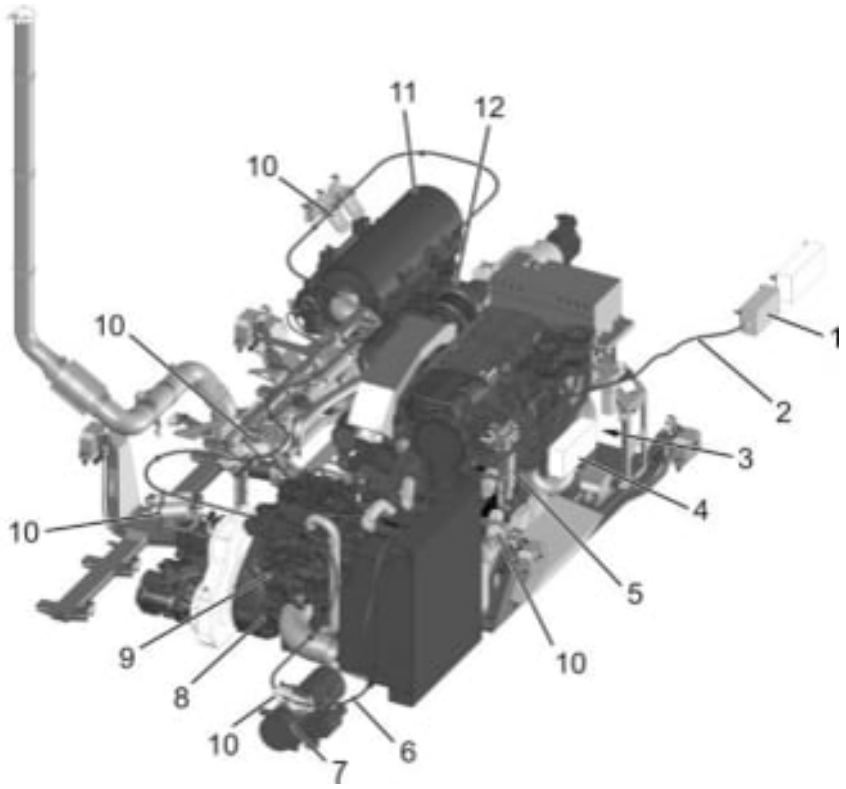

Fig. 55: Rappresentazione dell'impianto di spegnimento incendio
Il sistema di rilevamento incendio è costituito da una centrale di rilevamento montata nel soffitto della cabina, cfr. Fig. 56 e da un sistema di rivelatori lineari di temperatura (2), cfr. Fig. 55, con singoli sensori (6). L'unità di controllo (1) del sistema di rivelatori lineari di temperatura è collegata in modo ridondante (contatto puro, corto circuito / rottura fili / massa, sottoposti a controllo) alla centrale di rivelamento, trasmettendo i valori di temperatura dei singoli sensori (6) nel cavo.
L'impianto di spegnimento è formato da più cartucce, cfr. Fig. 55 (10), con l'aerosol che funge da estinguente.
Il sistema di rivelatori lineari di temperatura è formato da un cavo sensorico lungo 14 m, cfr. Fig. 55 (2) e da 14 singoli sensori (6), disposti sempre a una distanza di 1 m.
- filtro antiparticolato motore diesel princ., cfr. Fig. 55 (11)
- turbocompressore motore diesel princ. (12) / pompe idrauliche
- filtro carburante motore diesel princ. (5) / avviatore (3)
- tubo carburante motore lavoro / turbocompressore (9) / avviam. (8)
- riscaldatore diesel (7)